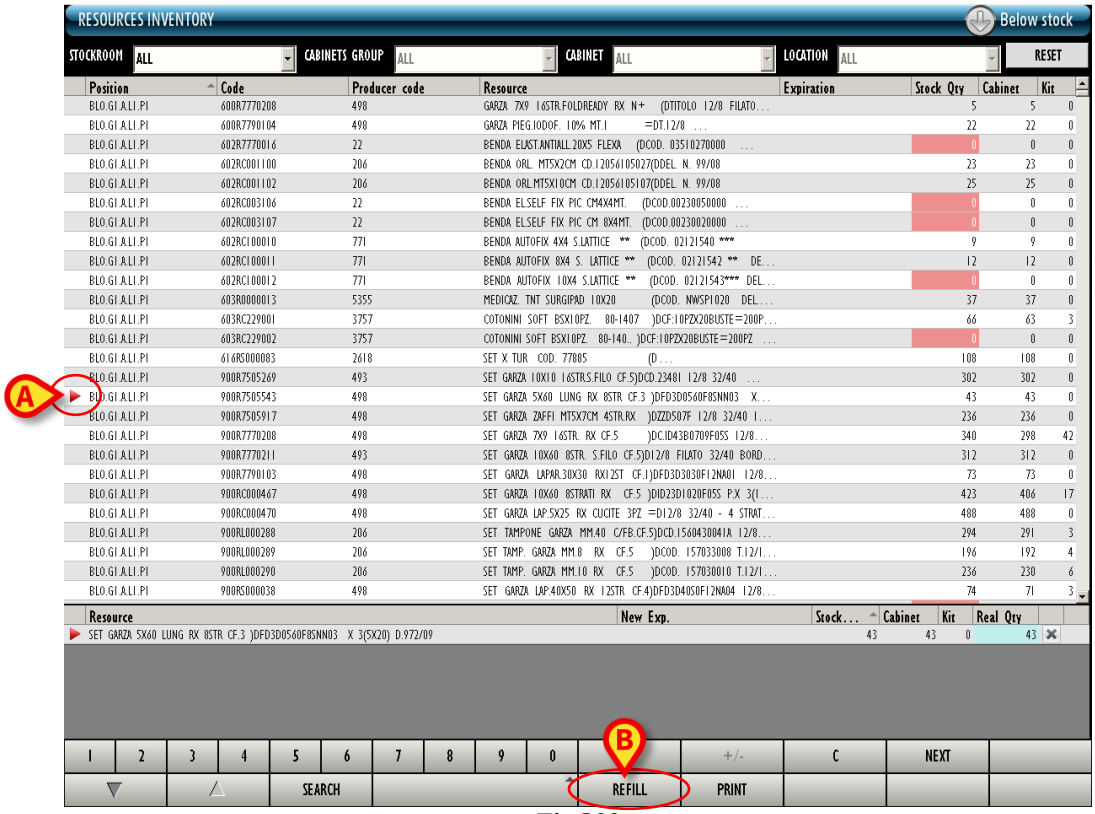

Fig 300
The resource is selected; the icon appears on the left (Fig 300 **A**).
- click the **Refill** button on the command bar (Fig 300 **B**).
The “Inventory” screen opens again (Fig 300). The resource values are updated.